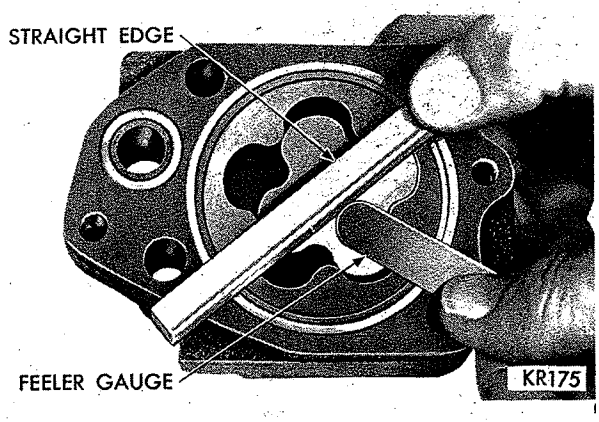
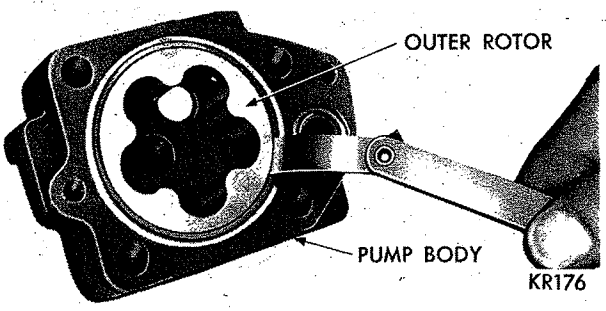

*Fig. 59—Measuring Clearance Over Rotors*
*Fig. 60—Measuring Outer Rotor Clearance*
(5) Slide outer rotor and inner rotor into pump body and place a straightedge across the face (between the bolt holes) (Fig. 59).
(6) If a feeler gauge of more than .004 inch can be inserted between the rotor and straightedge replace rotor.
(7) Remove inner rotor and shaft leaving outer rotor in pump cavity.
(8) Press outer rotor body to one side with the fingers and measure the clearance between outer rotor and pump body (Fig. 60).
(9) If measurement is more than .012 inch, replace oil pump body.